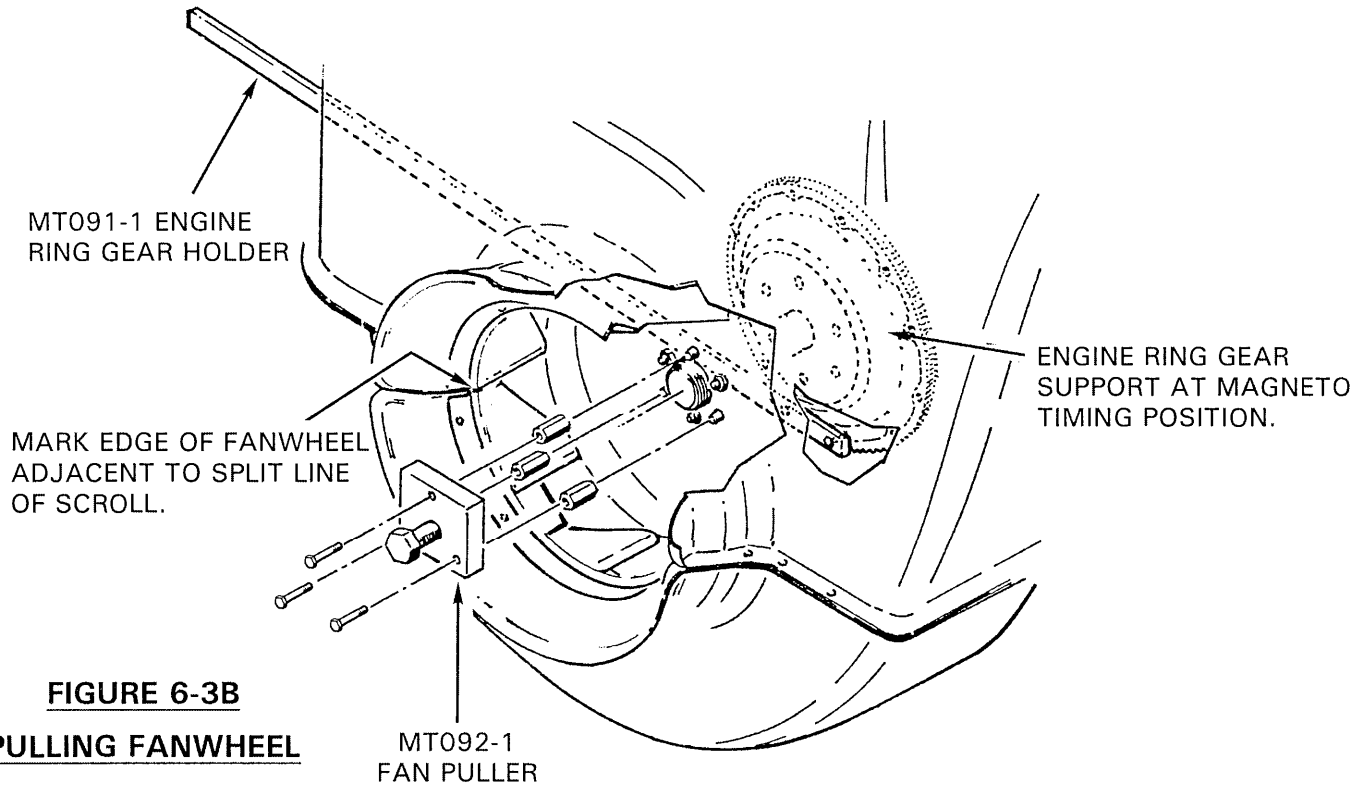

FIGURE 6-3B PULLING FANWHEEL
> If same fanwheel is to be reinstalled then orient starter ring gear support to magneto timing position and mark fanwheel at split line of scroll; this will minimize need for new balance weights. See Figure 6-3B.
b) Remove safety wire and roll pin from fanwheel retaining nut. Refer to Figure 6-3B. Secure MT091-1 engine ring gear holding tool to ring gear support and hold ring gear stationary. Remove fanwheel retaining nut.
d) See Figure 6-3B. Ensure MT092-1 fanwheel puller tool's large center bolt is unscrewed sufficiently so it will not contact fan shaft. Attach fanwheel puller to MT092-3 spacer nuts.